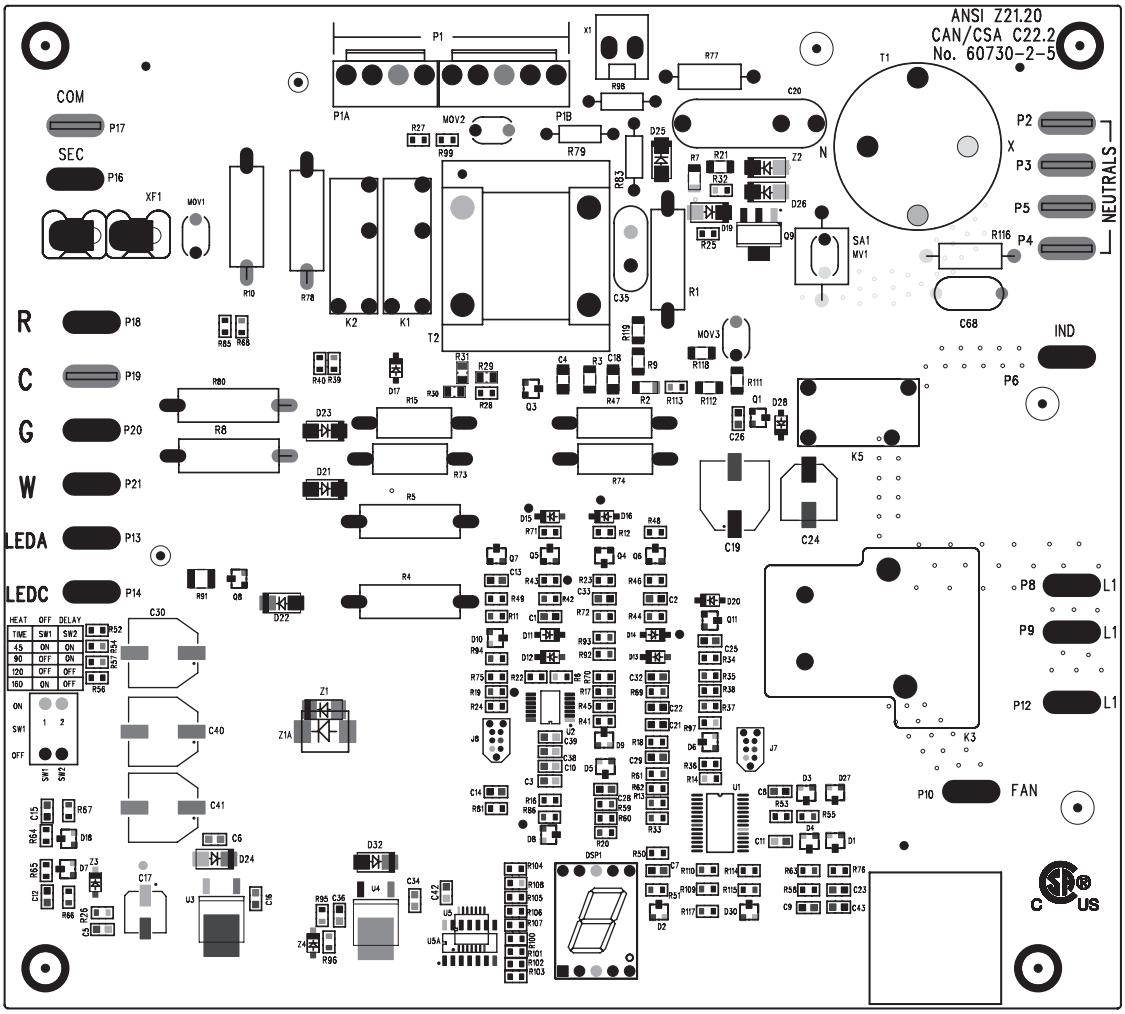

**Figure 25. Carte de circuits imprimés (module de commande DSI)**
- La plaque de circuits imprimés (voir **Figure 25**) ise trouve à l'intérieur, dans le bas du compartiment de commande. La carte de circuits imprimés a une polarité non réversible. Il est recommandé de vérifier l'alimentation électrique pour s'assurer que le fil noir est chargé et que le fil blanc est neutre. Le fil chargé doit être branché dans la borne L1 de la carte de circuits imprimés.
Le système d'allumage de l'appareil de chauffage est contrôlé par une carte de circuits imprimés (module de commande intégré à allumage direct par étincelle (DSI), voir **Figure 25**) qui surveille les dispositifs de sécurité et contrôle le fonctionnement des moteurs du ventilateur et de l'aérateur ainsi que la valve de gaz combinée entre les cycles de chauffage. Pour visualiser l'afficheur à sept segments (SSD), le panneau de la porte doit être enlevé. De plus, une DEL de statut se trouve dans le bas de l'appareil de chauffage. Les indications de statut sont éteintes (l'appareil n'est pas sous tension ou le tableau de commande est en panne), elles restent allumées (l'appareil est allumé et aucune panne n'est détectée) ou elles clignotent (l'appareil est allumé et au moins une panne est détectée). Des indications de statut supplémentaires sont présentes sur l'afficheur dans le bas du module de commande (étiquetées DSP1, voir **Figure 25**). Les codes d'affichage sont donnés et décrits au la section **Dépannage de l'appareil à l'aide du module de commande DSI**.
Le moteur de l'aérateur (voir **Figure 26** pour l'emplacement) est fixé à la roue de l'aérateur pour fournir une circulation d'air de combustion. Son fonctionnement est contrôlé par une carte de circuits imprimés (voir **Figure 25**). Consultez la section **Carte de circuits imprimés (module de commande DSI)** pour les détails.